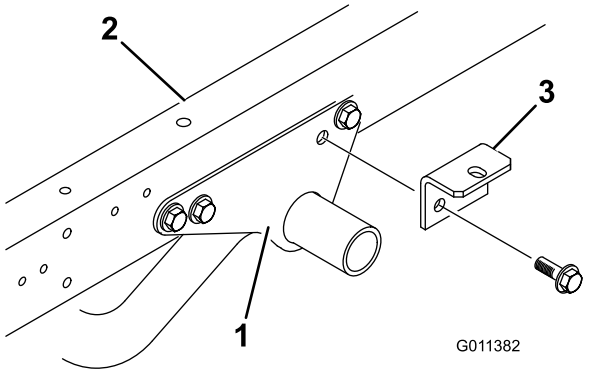

**Figuur 5**
1. Verwijder (2) flenskoptapbouten en flensborgmoeren waarmee de achterkant van de montagebeugels van het motorframe aan elke zijde van het voertuigframe zijn bevestigd (Figuur 5).
2. Monteer losjes een werktuigbeugel op de montagebeugels van het motorframe en het voertuigframe met (2) flenskoptapbouten en flensborgmoeren die u eerder verwijderd hebt (Figuur 5).